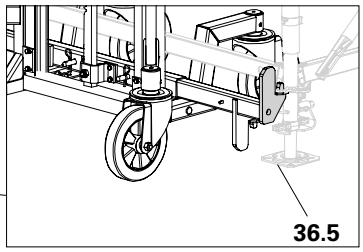

Fig. C1.02b
– the bottom connector (**36.5**) engages with the rosett, (Fig. C1.02b)